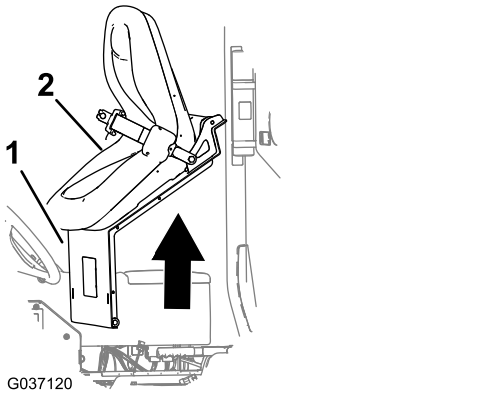

Rysunek 6
5. Unieś fotel z płytą fotela i wyjmij je z maszyny (Rysunek 6).